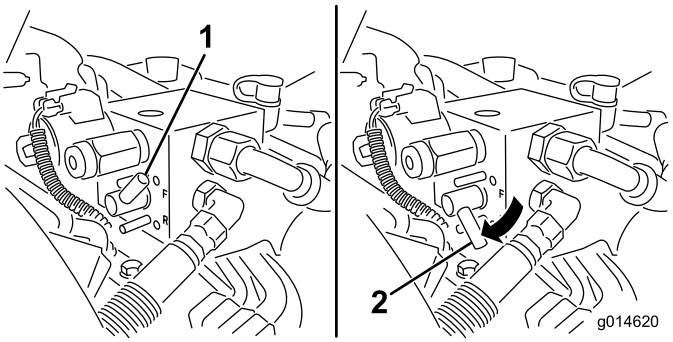

**Figur 52**
5. Drei slipespaken til R-stillingen (revers) (Figur 52).